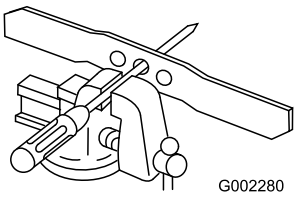

**Figuur 27**
1. Controleer de balans van het mes door het gat in het midden van het mes boven een spijker of de steel van een schroevendraaier te houden, die horizontaal in een bankschroef is geklemd (Figuur 27).